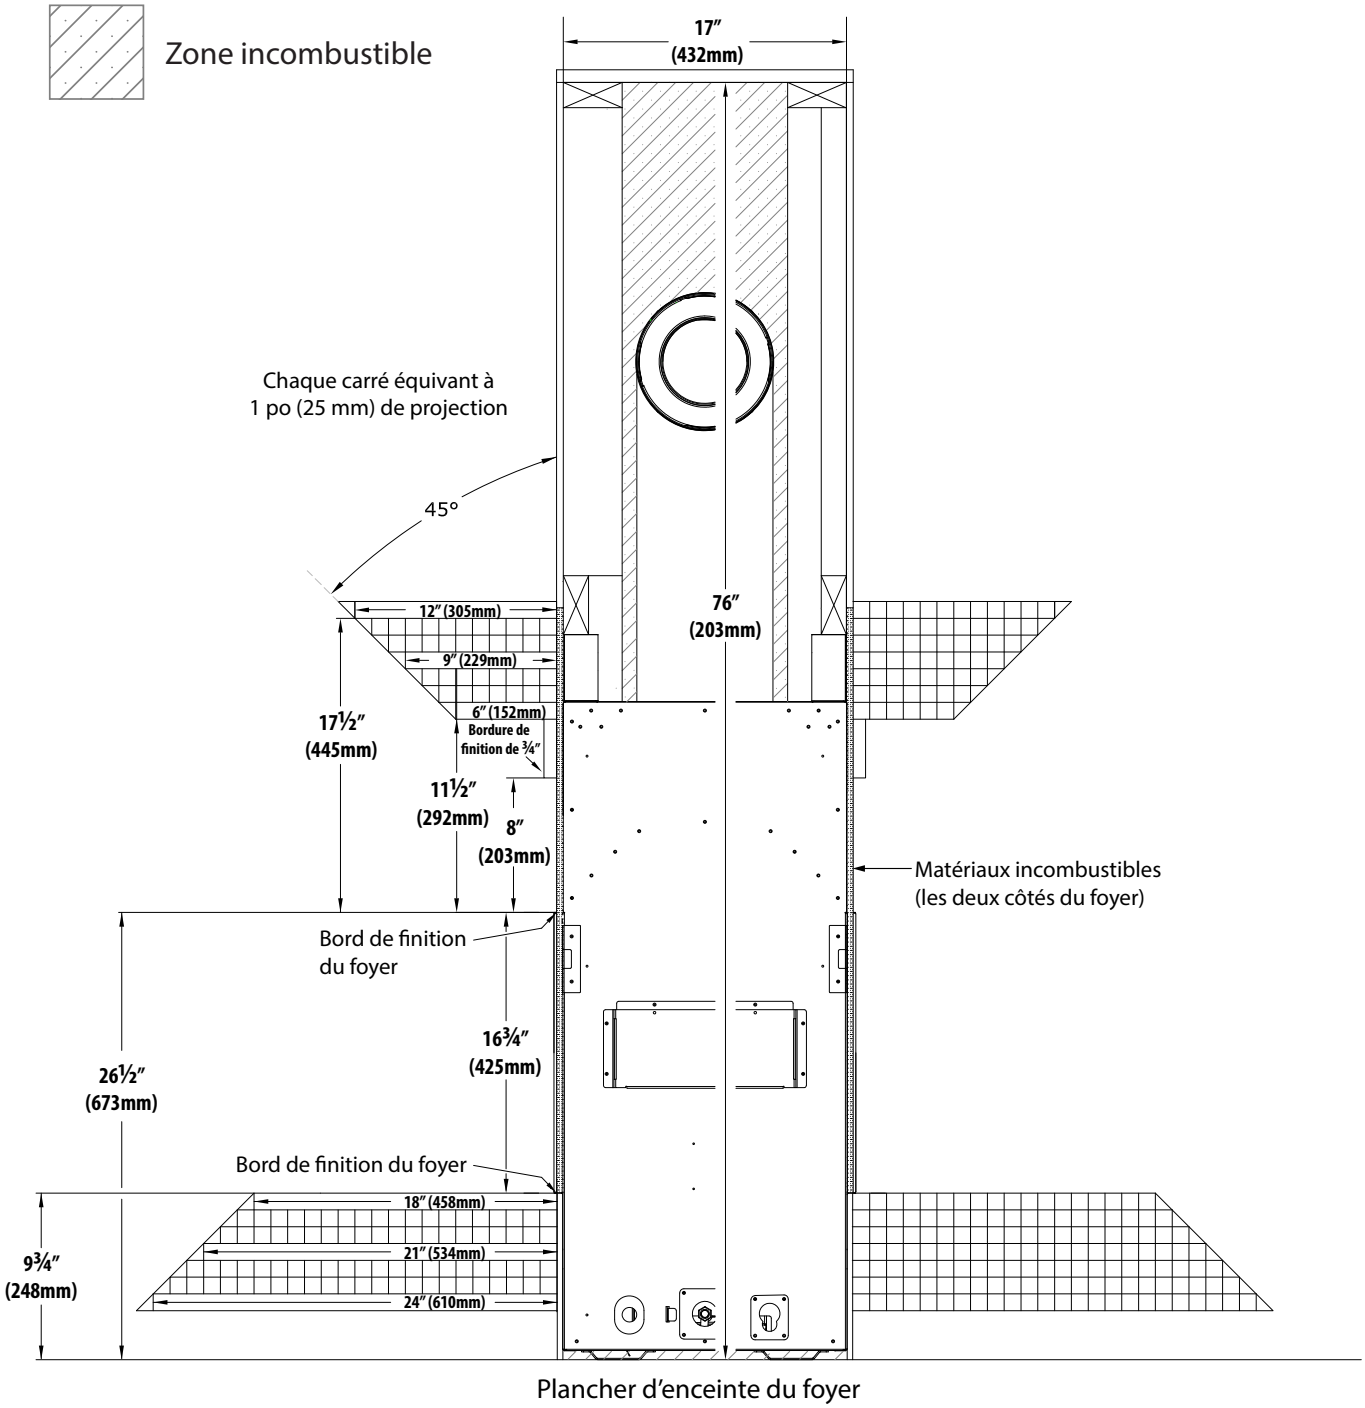

Figure 4.1, Exigences du manteau combustible pour installations standard
- **Profondeur du manteau combustible :** Comme la Figure 4.1 (page 35) l'indique, la bordure de finition de 3/4 po (19 mm) peut commencer à 8 po (203 mm) au-dessus du bord de finition du foyer avec un manteau de 6 po (152 mm) commençant à 11-1/2 po (292 mm) au-dessus du bord de finition. La profondeur du manteau peut augmenter de 1 po (25 mm) pour chaque 1 po (25 mm) de hauteur additionnelle, à partir d'un manteau de 6 po (152 mm).
- **Extension d'âtre en matériau combustible :** Tel qu'indiqué à la Figure 4.1 (page 34), le bas du bord de finition peut arriver à égalité avec le dessus de l'extension d'âtre, si vous n'utilisez aucun contour optionnel. Si vous installez un contour optionnel, voir la Section 4.4 Directives de finition pour les contours optionnels (page 42).